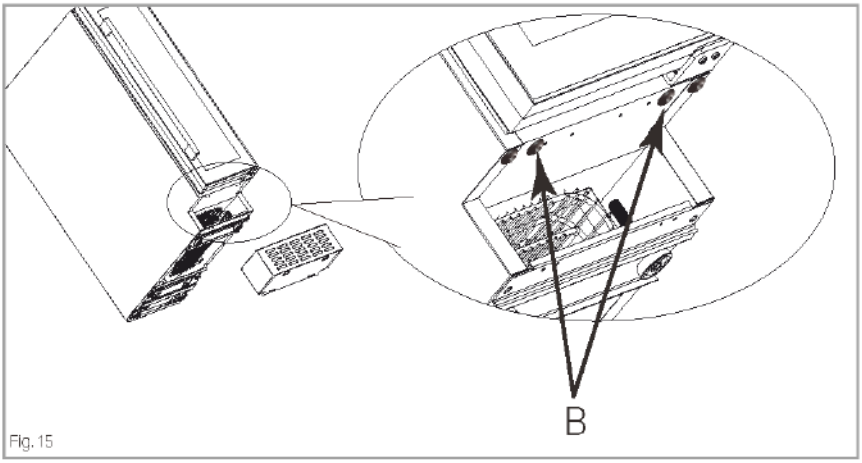

Fig. 15
5. Если есть, выкрутите винты, показанные стрелками и обозначенные как "B" на рис. 15. Эти не нужны.